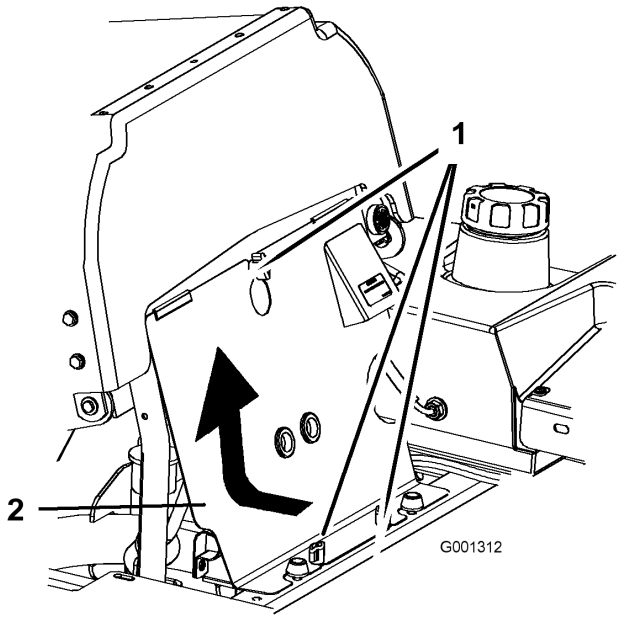

Figure 36
1. Basculez le siège en avant et déposez le panneau avant du moteur (Figure 36).